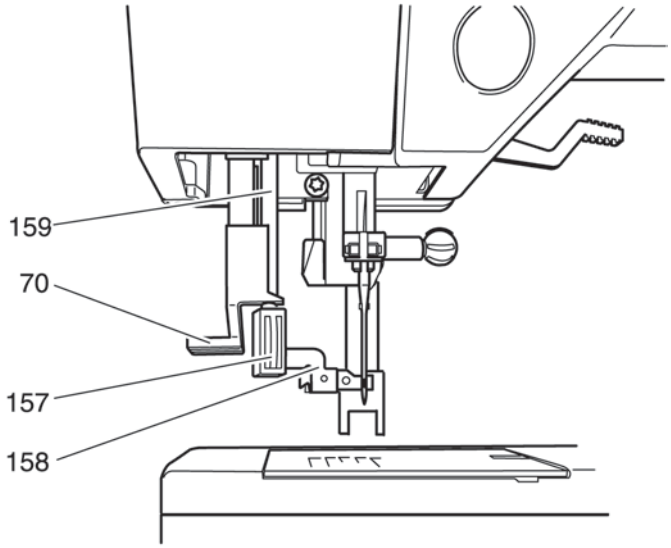

Fig. 45
- Press threader key 70 down completely and keep it pressed (fig. 45).